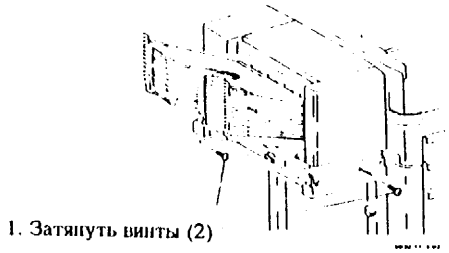

Рис. 1. Закрепление сортера
2. **Внимание:** (Рис. 1): Закрепить сортер запорными винтами во избежание его падения.